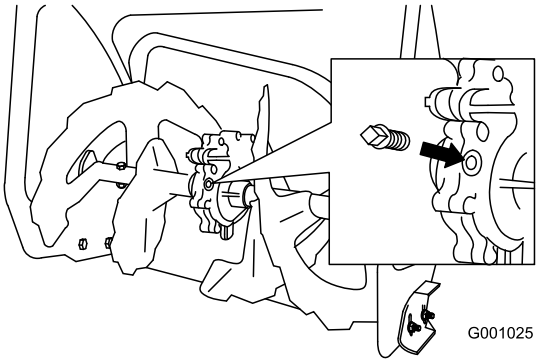

Figur 50
2. Rengjør området rundt rørpluggen (Figur 50).